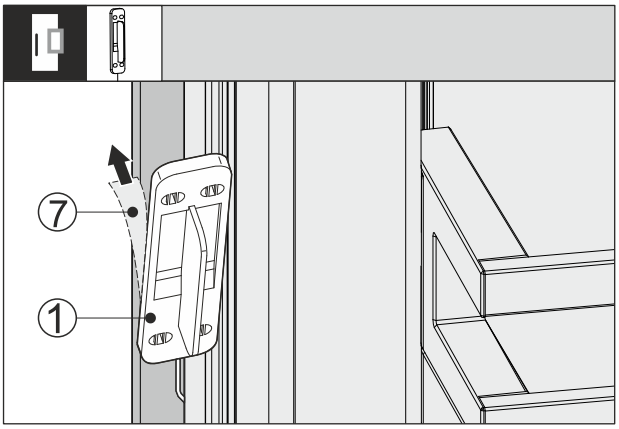

Fig. 65
▶ Pull off the protective film *Fig. 65 (7)* on the back of the knocking sensor *Fig. 65 (1)*.